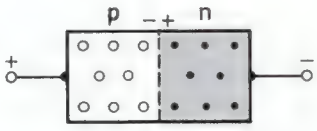

Bild 11. p/n-Übergang; angelegte Spannung und Diffusionsspannung entgegengesetzt gerichtet
3. p/n-Übergang in Durchlaß-Richtung (Bild 11)
Wird eine äußere Spannung so angelegt, daß die p-Schicht positiv gegen die n-Schicht wird, dann arbeitet der p/n-Übergang in Durchlaßrichtung. Wie Bild 11 zeigt, sind Diffusionsspannung und äußere Spannung entgegengesetzt gepolt. Das den Diffusionsvorgang abbremsende Potentialgefälle an der Trennschicht wird durch die Klemmenspannung verringert und so der Durchtritt von Ladungsträgern ermöglicht.